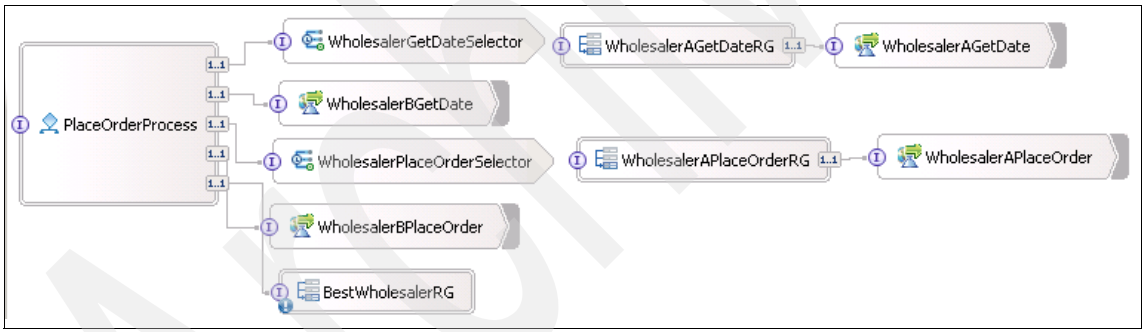

Figure 12-26 The current state of the assembly diagram
13. Save the changes to the Assembly Editor. Figure 12-26 shows how the assembly diagram should look.